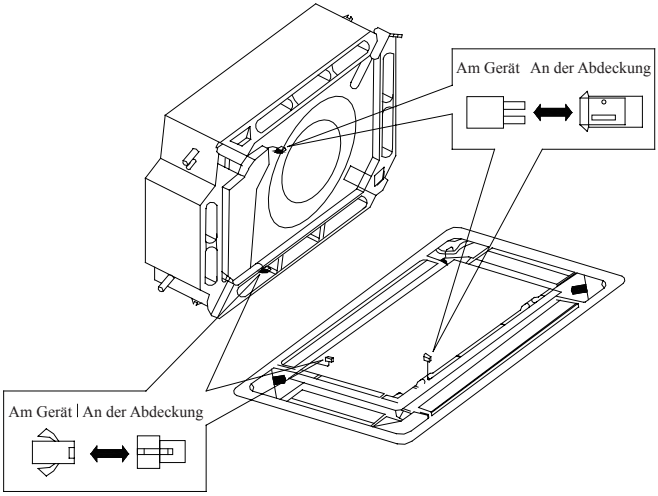

Abb. 16
3. Elektrischer Anschluss des Deko-Paneels (Abb. 16)